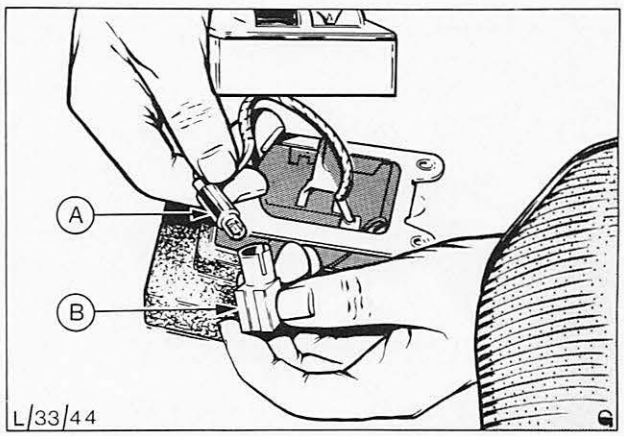

Abb. 47 Glühlampe – Schaltskala herausnehmen
2. Lampenfassung unten am Wählhebel herausschieben und Glühlampe herausnehmen, Abb. 47.